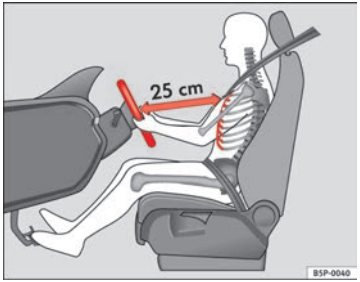

Fig. 138 Proper sitting position for driver
– Adjust the steering wheel until the correct position is set ⇒ Fig. 138.
- **Adjust the driver seat or steering wheel so that there is a distance of at least 25 cm between the steering wheel and your chest ⇒ Fig. 138. If you fail to observe the minimum distance, the airbag will not protect you. Risk of fatal injury.**